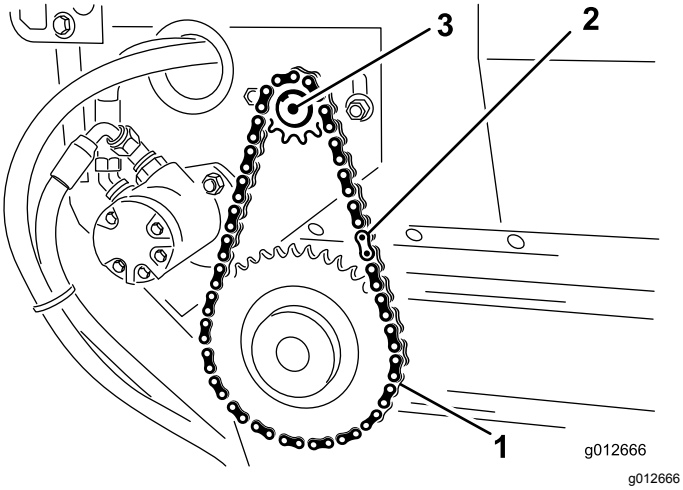

Rysunek 24
2. Zdemontuj ogniwo główne z łańcucha i łańcuch z małego koła łańcuchowego (Rysunek 24).